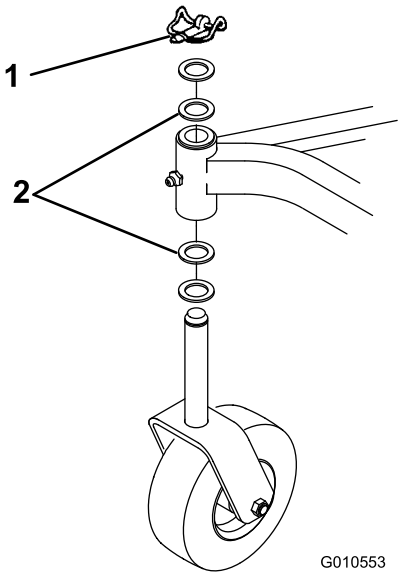

Figur 26
A. På klippeenheter som vanligvis brukes med klippehøyde på 25 til 51 mm, bør den lave siden av klippeenheten heves. Fjern ringstiften som fester styrehjulet på den lave enden (Figur 26) og fjern styreenheten.
C. Hvis klippeenheten brukes med klippehøyde på 51 mm til 102 mm, senk den høyeste siden av klippeenheten. Fjern ringstiften fra styrehjulet på den høye enden av enheten, og fjern styreenheten (Figur 26).